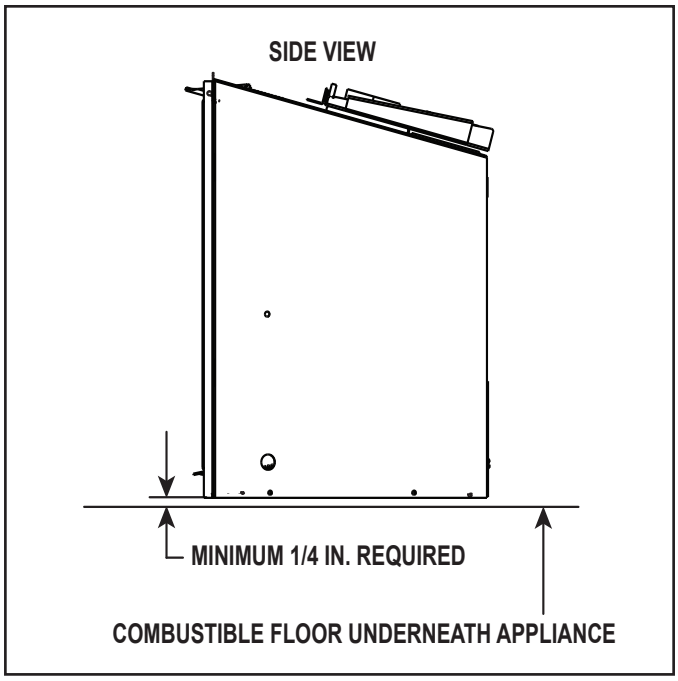

Figure 3.6 Solid Fuel Floor Clearance
- A minimum 1/4 inch gap from the bottom of the appliance to the metal floor of the solid fuel firebox is **REQUIRED.** See side view in Figure 3.6.